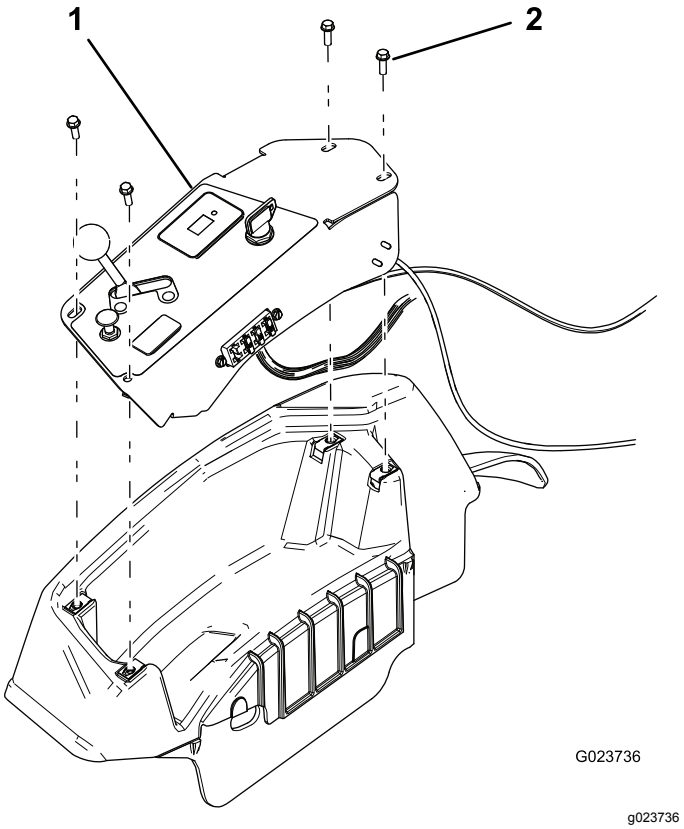

Figur 32
2. Afmonter kontrolpanelet (Figur 32).